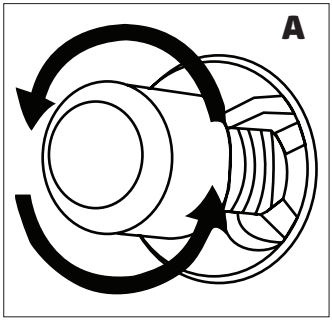
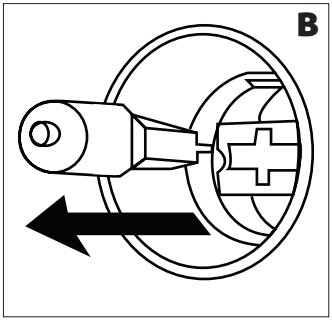

Figura 30
Figura 31
**3.** Luego retire la lámpara del horno girando (Ver figura 30) si es del tipo **A**, o tirando de ella (Ver figura 31) si es del tipo **B**.